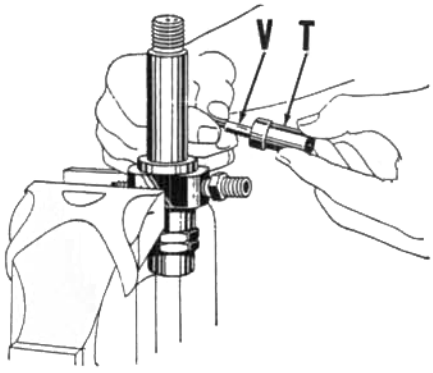

Fig. C793 — Removing spray nozzle tip (T) and valve (V).
Injectors which do not check O.K. on the test stand or by visual testing, should be disassembled, inspected and cleaned as follows: Carefully clamp injector in a soft jawed vise and remove nozzle cap nut. Remove spray nozzle unit consisting of the valve (V—Fig. C793) and the tip (T). If valve cannot be readily withdrawn from tip with the fingers, soak the assembly in acetone, carbon tetrachloride or equivalent until parts are free.